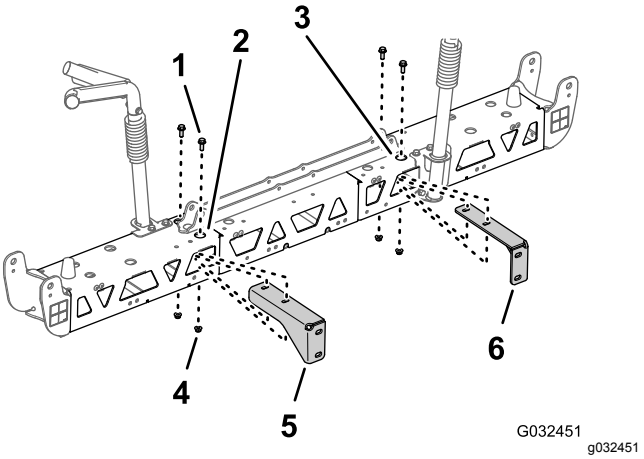

Rysunek 56
2. Ustaw otwory w prawym wsporniku równo z otworami w prawej ramie kratownicowej w sposób pokazany na (Rysunek 56).
3. Zamocuj prawy wspornik do prawej ramy kratownicy (Rysunek 56) używając 2 śrub kołnierzowych (⅜ x 1 cala) i 2 nakrętek kołnierzowych zabezpieczających (⅜ cala) odkręconych w krokach 2 i 3 procedury
4. Powtórz kroki 2 oraz 3 dla lewego wspornika przy lewej ramie kratownicowej (Rysunek 56).